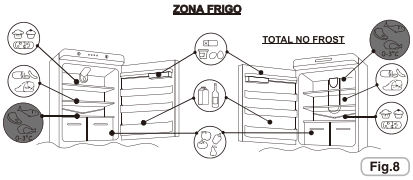

Fig.8
• Om de beste smaak, voedzaamheid en de versheid van voedsel te behouden, is het raadzaam om ze op te slaan in het koelgedeelte zo-als aangegeven in fig. 8 hieronder, en zorg ervoor dat de etenswaren zijn verpakt in aluminium of plastic of in geschikte gesloten doosjes om kruisbesmetting te voorkomen.